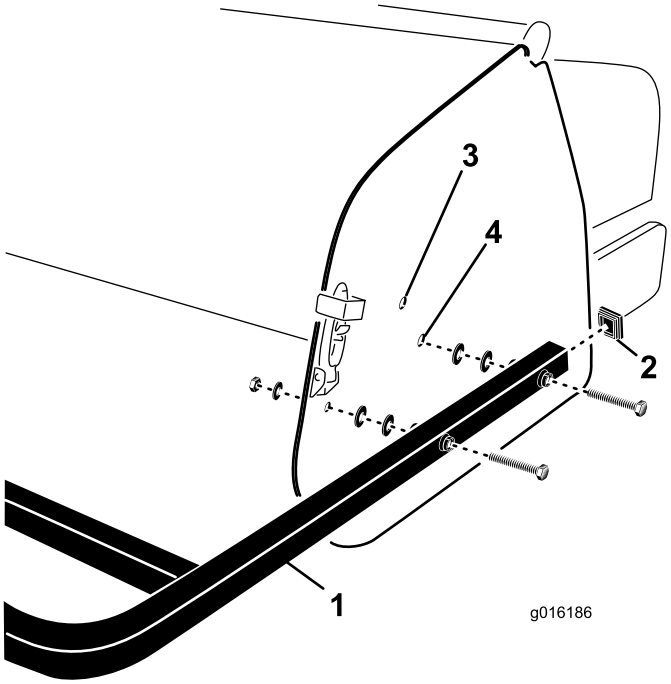

**Figur 28**
1. Sett endedekslene inn i endene på rørene på bakre vern (Figur 28).
2. Plasser hullene i monteringsrørene på bakre vern på linje med hullene i luftemaskinens sideplater (Figur 28).
3. Fest monteringsrørene på vernet til sideplatene med (4) skruer, flate skiver og muttere (Figur 28).